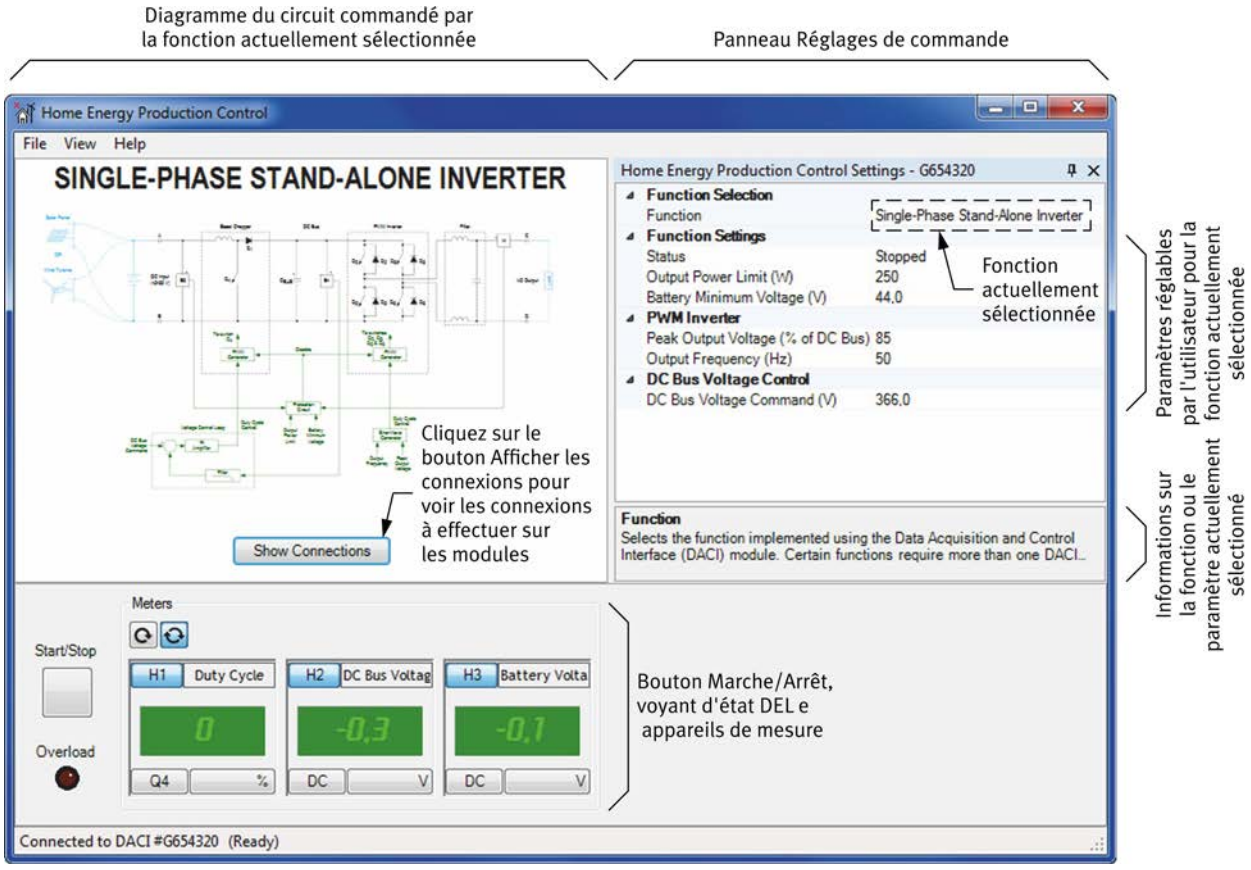

Figure 10 : Commande de production domestique d'énergie.
- Le panneau Réglages de commande de la fenêtre de commande vous permet de sélectionner la fonction à implémenter et de définir les paramètres utilisés pour cette fonction. Dans la figure 10, par exemple, la fonction sélectionnée est l'Onduleur autonome monophasé. Chaque